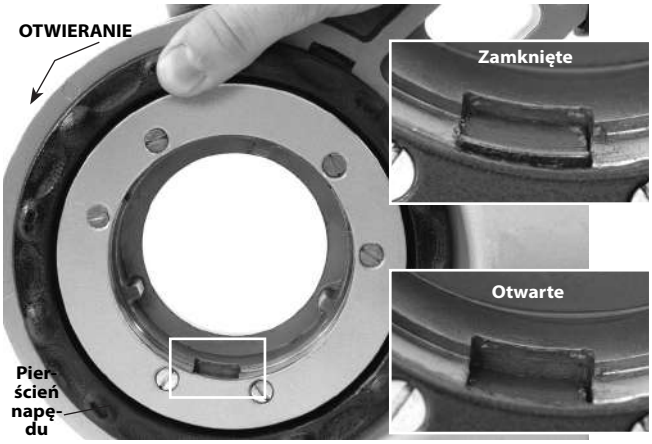

Rys. 7 – Mechanizm blokujący, pierścień napędu w położeniu zamknięte/otwarte
b. Obrócić pierścień napędu w lewo, aby otworzyć mechanizm blokujący. Wsadzić do końca wypust głowicy lub adaptera (jeśli wymagany) w napęd *(Rys. 7)*.